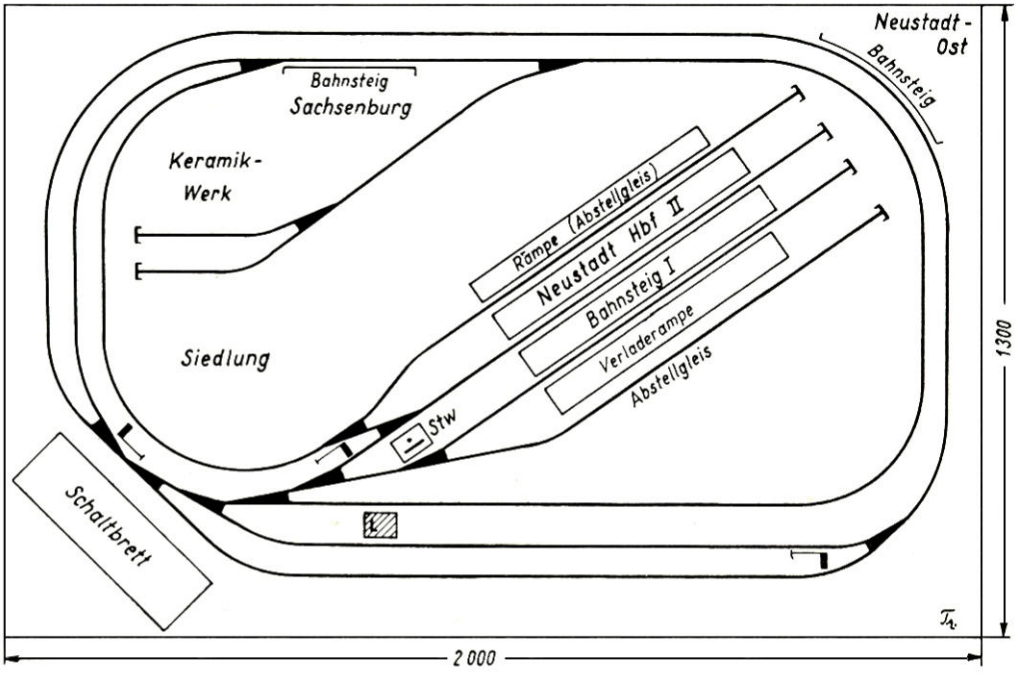
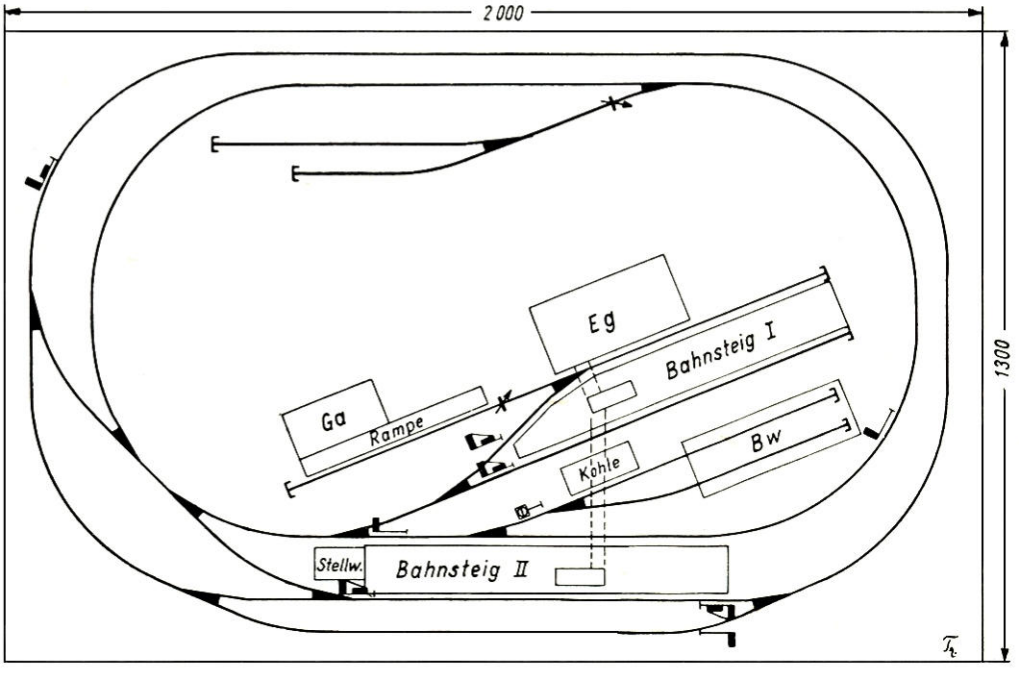

Bild 1
Bild 2
So groß ist die Grundplatte für die Modellbahnanlage in H0, die unser Leser G. Urban aus Jena sich für seinen eigenen Bedarf entwarf und uns einsandte. Diesen Gleisplan gibt Bild 1 wieder. Wir gaben den Vorschlag einem Fachmann, und was der dann daraus machte, finden wir in Bild 2 vor. Ein Bahnsteig (II) liegt jetzt an durchgehenden Hauptgleisen, während beim ursprünglichen Entwurf beide Bahnsteige an den Kopfgleisen sind. Wir halten die Lösung 2 für besser, da auch der Betrieb interessanter gestaltet werden kann. Auch die Lage der Güterrampe ist beim 2. Vorschlag besser gelöst. Auf jeden Fall ist es ein kleiner Gleisplanvorschlag, den es zu beachten gilt.